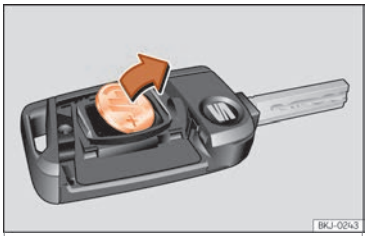

Fig. 133 Chave do veículo: remoção da pilha.
- Extraia a pilha do compartimento com um objeto fino adequado ››› **Fig. 133**.
- Coloque a pilha nova conforme se mostra ››› **Fig. 133** pressionando-a para o compartimento da pilha, no sentido contrário ao da seta ››› ❗.